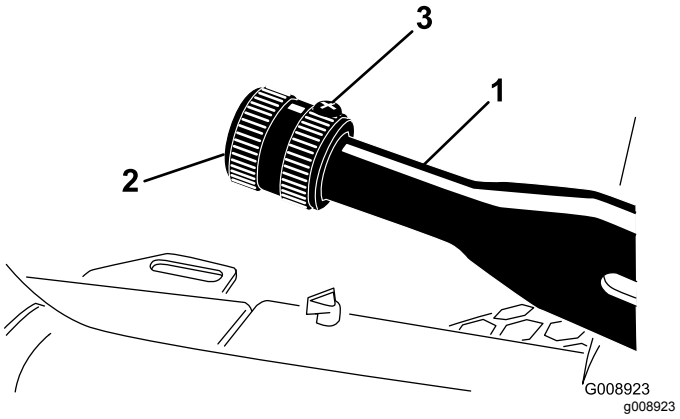

Figuur 69
1. Draai de stelschroef los waarmee de knop is bevestigd aan de parkeerremhendel (Figuur 69).